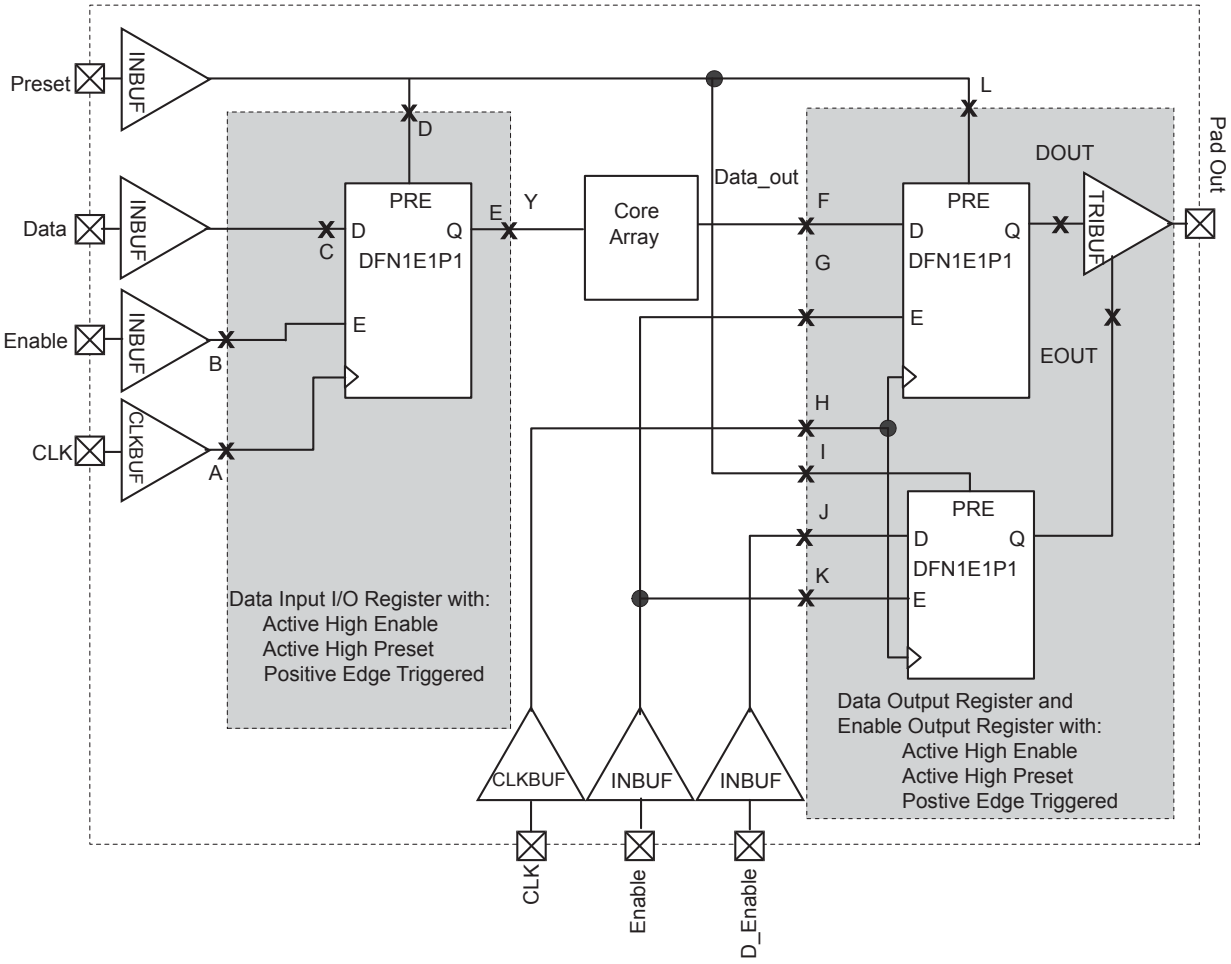

Figure 2-135 • **Timing Model of Registered I/O Buffers with Synchronous Enable and Asynchronous Preset**
*Note: *See Figure 2-135 on page 2-214 for more information.*